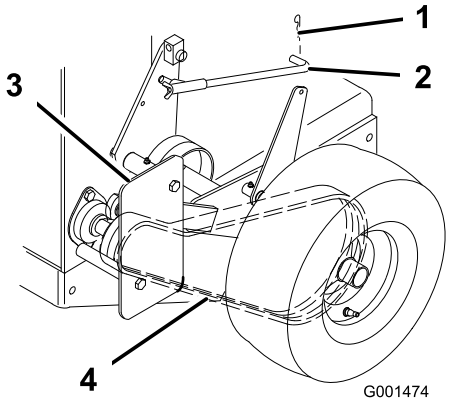

Figura 40
1. Retire el pasador de horquilla que sujeta la varilla del freno al brazo del freno para aliviar la tensión en la polea tensora de la correa (Figura 40).
2. Retire el perno inferior y afloje los pernos superiores del protector para poder girarlo y facilitar el acceso a la correa (Figura 40).
3. Eleve la correa, desacóplela de la polea tensora y retírela de la polea de transmisión (Figura 40).
6. Sujete el deflector con los pernos retirados anteriormente, y apriete los pernos (Figura 40).
7. Sujete la varilla del freno al brazo del freno con un pasador de horquilla (Figura 40).